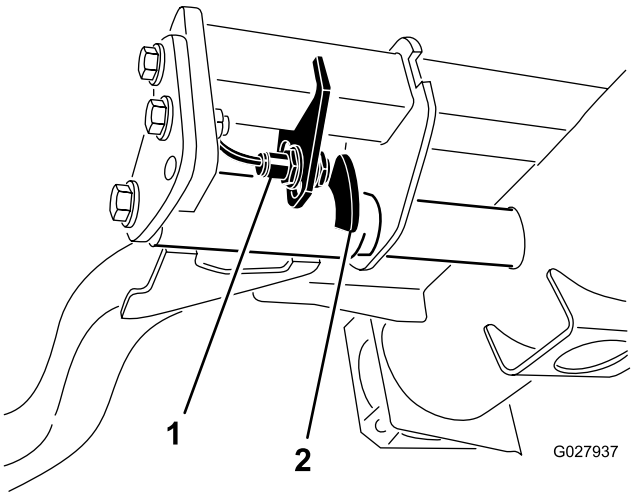

Figura 36
2. El interruptor del brazo de elevación está situado debajo del depósito de aceite hidráulico y detrás del brazo de elevación delantero derecho (Figura 36).
3. Afloje los tornillos de montaje del interruptor (Figura 36) y desplace el interruptor hacia abajo para aumentar la altura de giro del brazo de elevación, o hacia arriba para reducir la altura de giro del brazo de elevación.